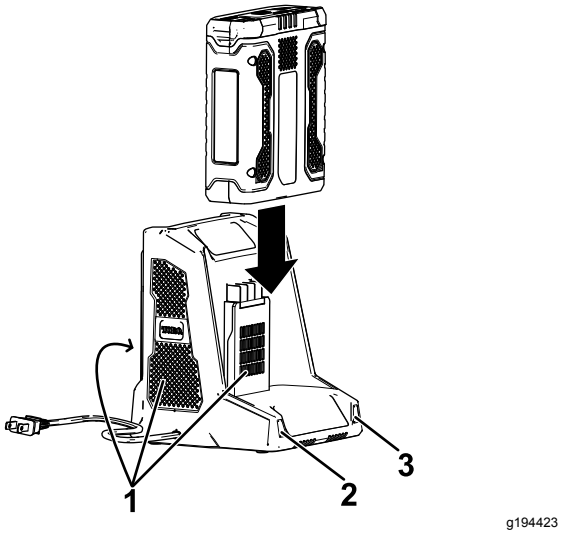

Figure 9
4. Glissez la batterie dans le chargeur jusqu'à ce qu'elle soit bien enclenchée (Figure 9).